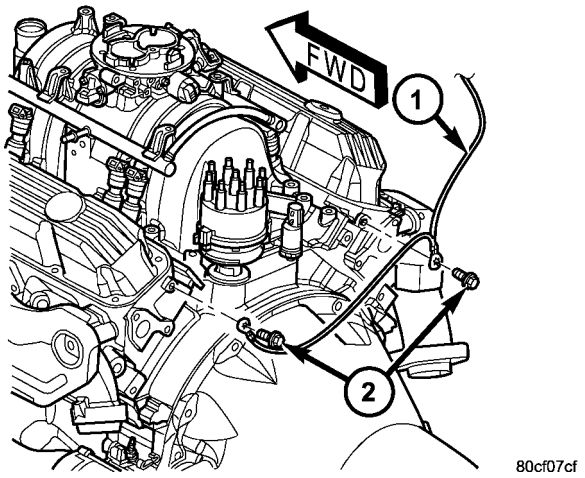

Fig. 12 ENGINE GROUND STRAP - 5.9L (8.0L SIMILAR)
(1) Disconnect and isolate the battery negative cable.
(2) Remove the attaching bolts from the cylinder heads (Fig. 12).